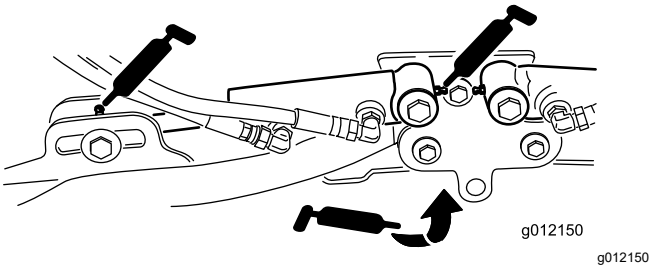

Figuur 71
- Cilinders van hefarm van maaidek (2 elk) (Figuur 71)
- Draaipunten van hefarm (1 elk) (Figuur 71)